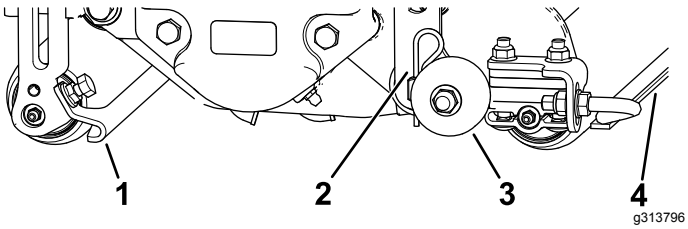

Figure 10
1. Desserrez les écrous à embase qui fixent les racloirs de rouleaux (Figure 10).
Avant d'abaisser les cylindres de tonte verticale au sol ou de les déposer du groupe de déplacement, abaissez les rouleaux de transport (Figure 10) pour ne pas endommager les lames au contact de la surface dure.